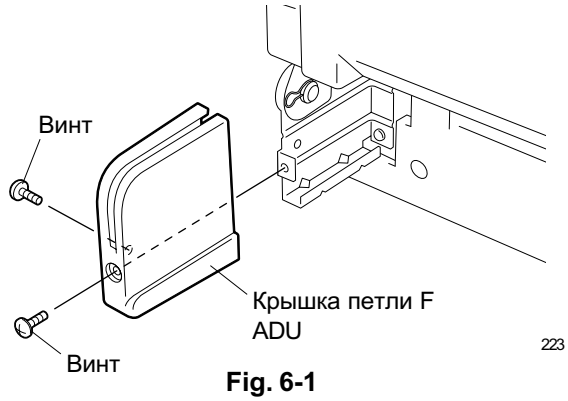

Fig. 6-1
1. Снимите крышку петли F ADU. (см. Fig. 6-1)